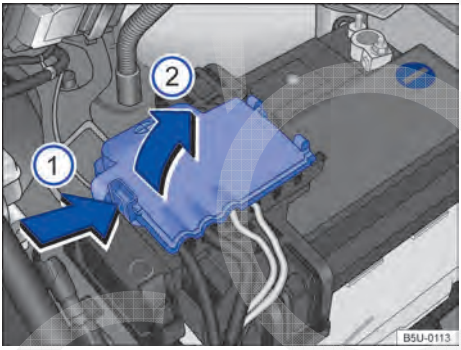

Fig. 176 Compartimento do motor: acesso ao terminal positivo da bateria.
– Abrir a cobertura do polo positivo. Para abrir pressionar a trava no sentido da seta → Fig. 176 ①, rebater a cobertura para o lado no sentido da seta ②.